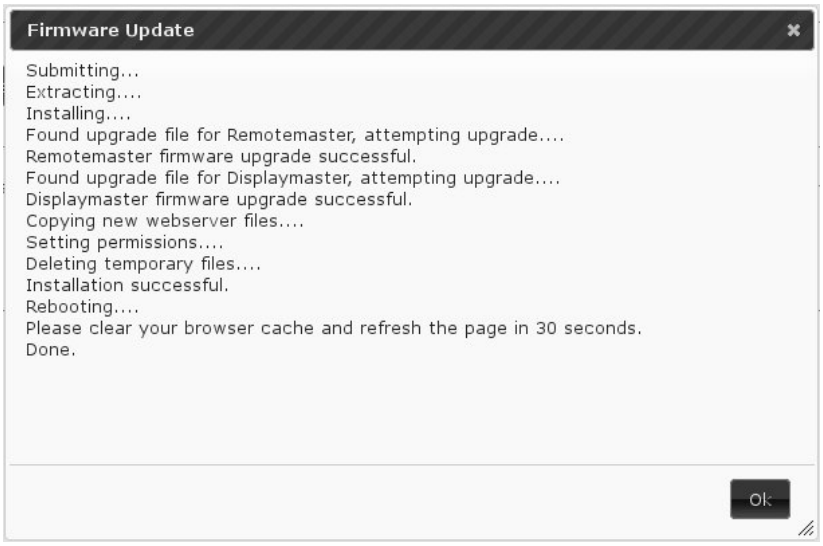

Figure 31: Firmware Update Progress Dialog
5. A dialog box like in Figure 31 will pop up, with messages scrolling down as the update progresses.
7. A dialog box like in Figure 31 will pop up, with messages scrolling down as the update progresses.